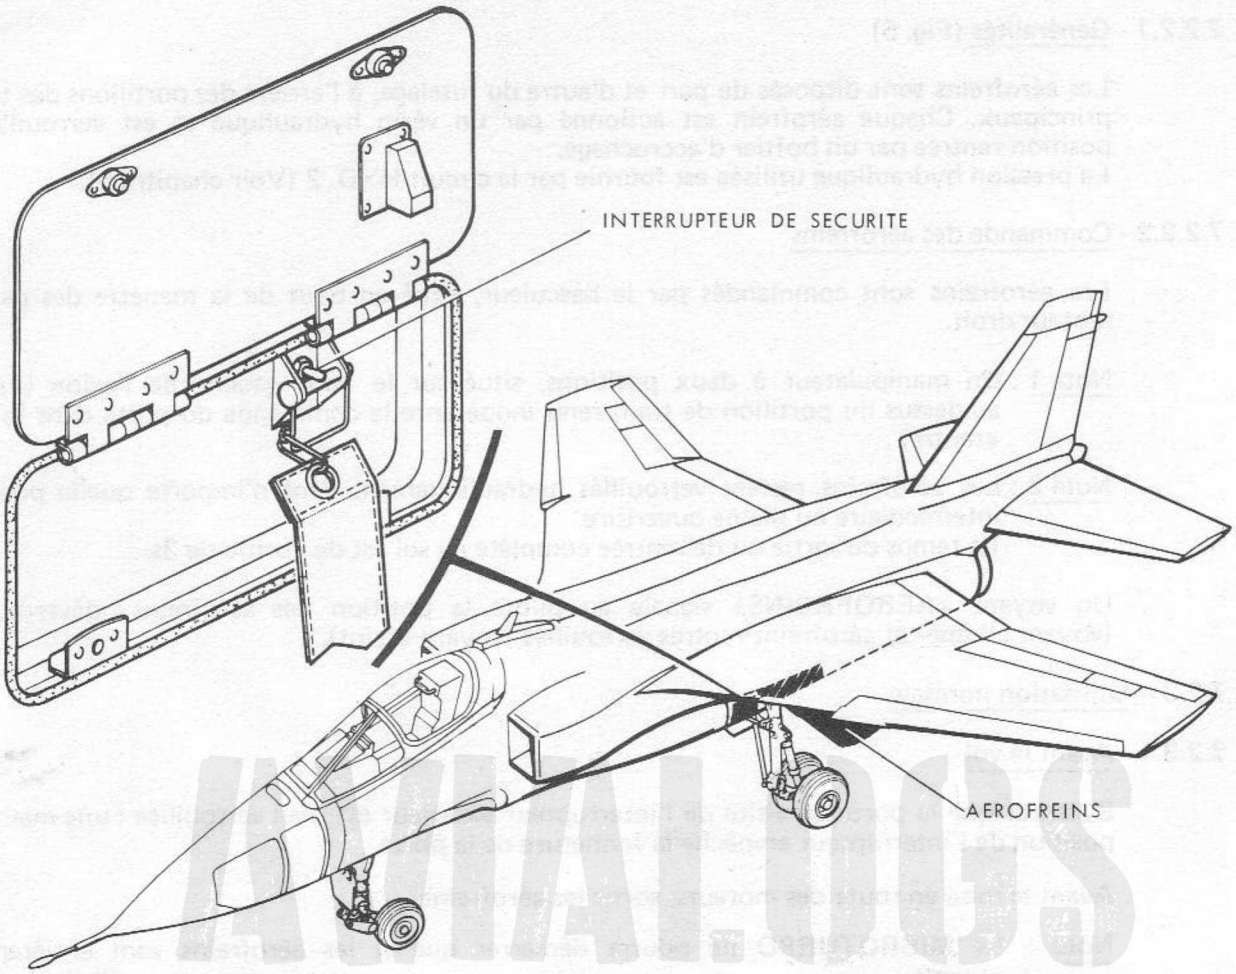

FIGURE 5 - INTERRUPTEUR DE SECURITE AEROFREINS
7.2.2.1 - Généralités (Fig. 5)
Nota 1 : Un manipulateur à deux positions, situé sur le flanc gauche de l'avion (Fig. 5) au-dessus du portillon de train rend inopérante la commande du poste dans le sens «rentré».